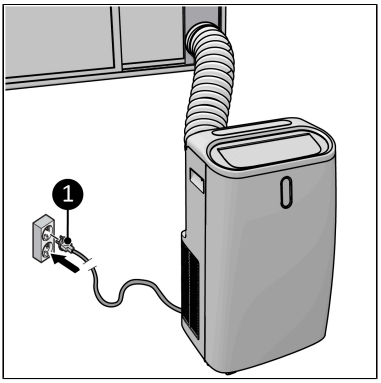

Figure 30.
7. Place the power plug (Figure 30, pos. 1) into an earthed wall socket that is easilyaccessible. Use an earthed wall socket with aminimum power of 1800 Watt.